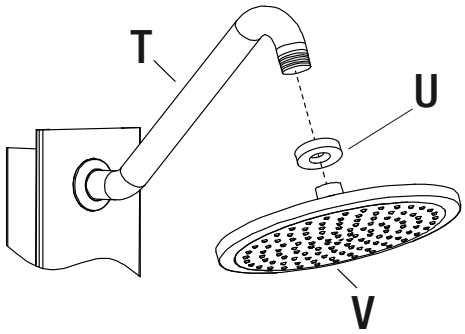

Fig.7
- Check that the rubber washer (U) that is pre-assembled in the shower head (V) is not loose.
- Screw the shower head (V) on to the shower arm (T), see Fig. 7.